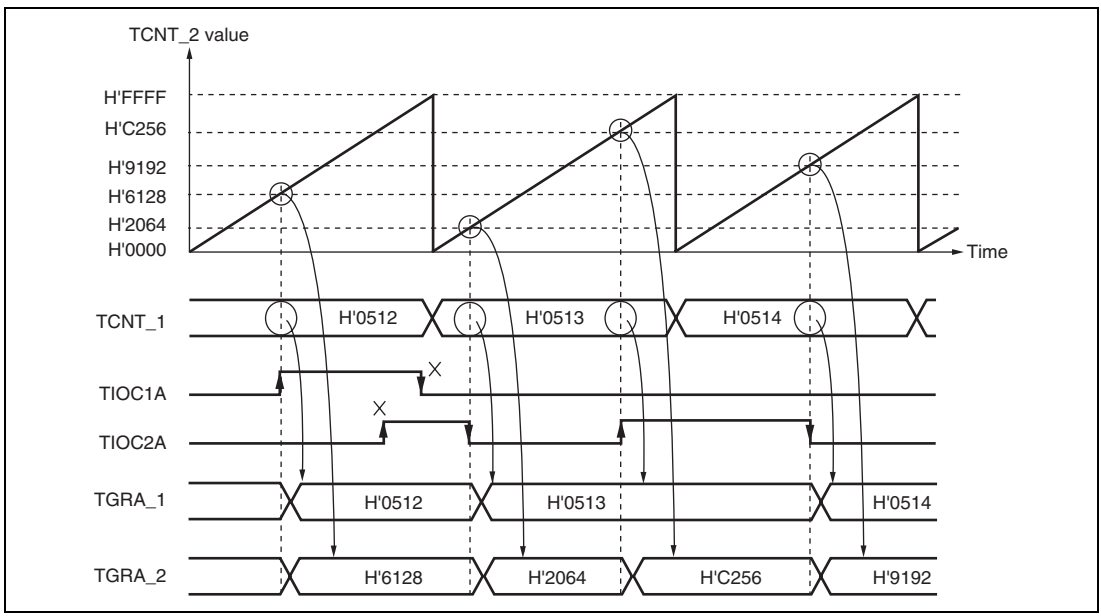

**Figure 10.23 Cascaded Operation Example (c)**
**Cascaded Operation Example (c):** Figure 10.23 illustrates the operation when TCNT_1 and TCNT_2 have been cascaded and the I2AE and I1AE bits in TICCR have been set to 1 to include the TIOC2A and TIOC1A pins in the TGRA_1 and TGRA_2 input capture conditions, respectively. In this example, the IOA0 to IOA3 bits in both TIOR_1 and TIOR_2 have selected both the rising and falling edges for the input capture timing. Under these conditions, the ORed result of TIOC1A and TIOC2A input is used for the TGRA_1 and TGRA_2 input capture conditions.